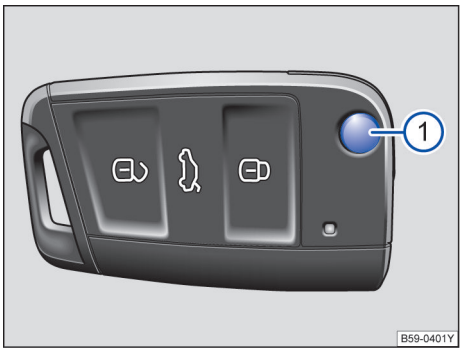

图 42 遥控钥匙
按压按钮→图 42①即可解锁并翻开钥匙头。
如短时间内反复按压汽车钥匙上的按钮→图 42或中央门锁某个按钮→第 55 页，则中央门锁系统将暂时关闭，防止系统过载，此时汽车处于解锁状态，必要时闭锁汽车。 ◁